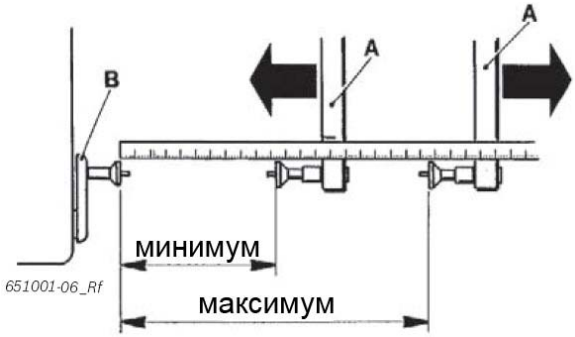

Рис. 18. Ширина обода:
2. Приведите штангенциркуль (см. рис. 18, поз. **B**) в положении покоя и нажмите на клавишу **OK**.
3. Сожмите штангенциркуль (рис. 18, поз. **B**) до 200 мм, введите это значение и нажмите на клавишу **OK**.
4. Приведите измерительный рычаг (рис. 18, поз. **A**) в положение покоя, измерьте при помощи метрической линейки расстояние «максимум», введите измеренное значение и нажмите на клавишу **OK**.
5. Приведите измерительный рычаг (рис. 18, поз. **A**) в положение минимального расстояния от штангенциркуля (рис. 18, поз. **B**), измерьте при помощи метрической линейки расстояние «минимум», введите измеренное значение и нажмите на клавишу **OK**.
8. Разместите штангенциркуль (рис. 18, поз. **B**) на бортовой закраине обода и нажмите на клавишу **OK**.